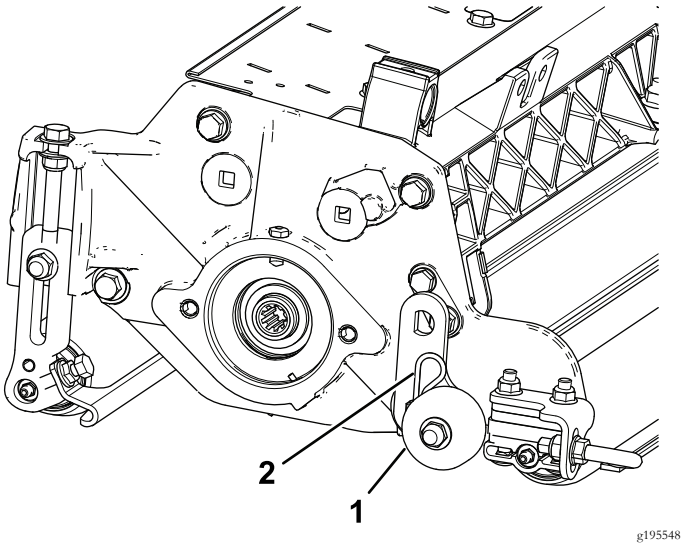

Figura 4
2. Fixe um suporte do rolo de transporte ao pino de placa de cada lado com um contrapino (Figura 4).